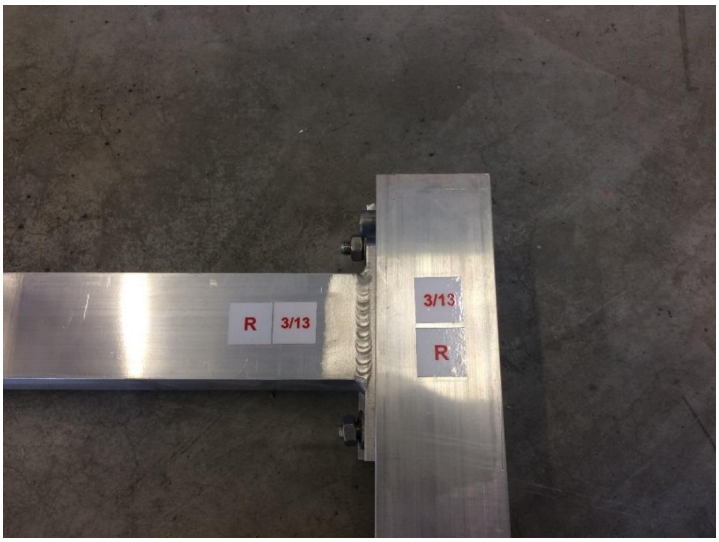
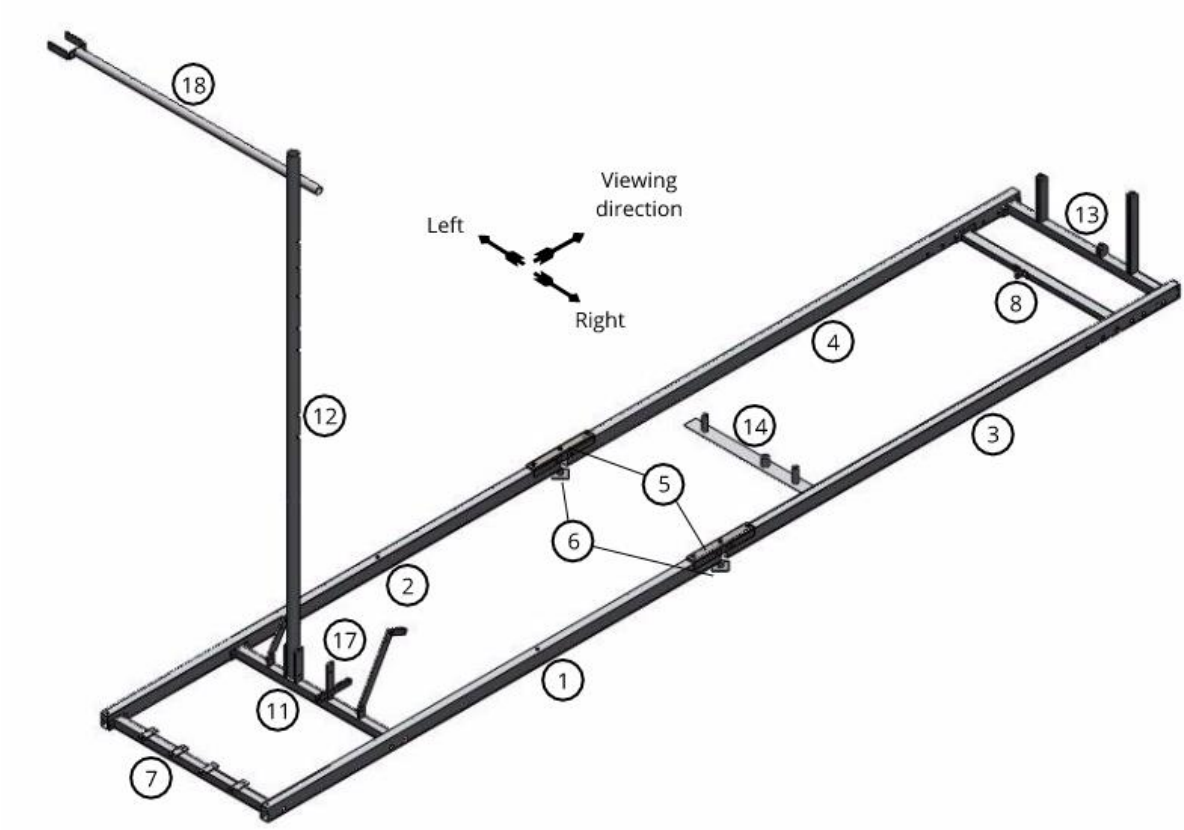

Figure 4 Labelling of parts
Figure 5 Assembled SPA-frame
The parts of the SPA-2 structure are marked at their mounting positions where relevant. For example, the label 3/13 indicates that the frame parts 3 and 13 are joined (see Figure 4 for an example). The part-numbers are listed in the parts list inScope of delivery and are also indicated in Figure 5.
As the SPA-2 structure is asymmetric, some parts are also labelled L (left) and R (right). The left and right sides are indicated in Figure 5.
1. Lay out the base-profiles nr. 1…4 and the cross-profiles 7, 11 and 13 as shown in Figure 5. Consider the viewing direction and the position of the cross-arm supporting the USH-9!